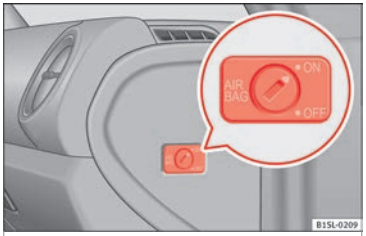

Fig. 75 On front passenger side: Key switch for enabling and disabling the front passenger front airbag.
- Using the vehicle key, turn the key switch to **ON** ››› **Fig. 75**.